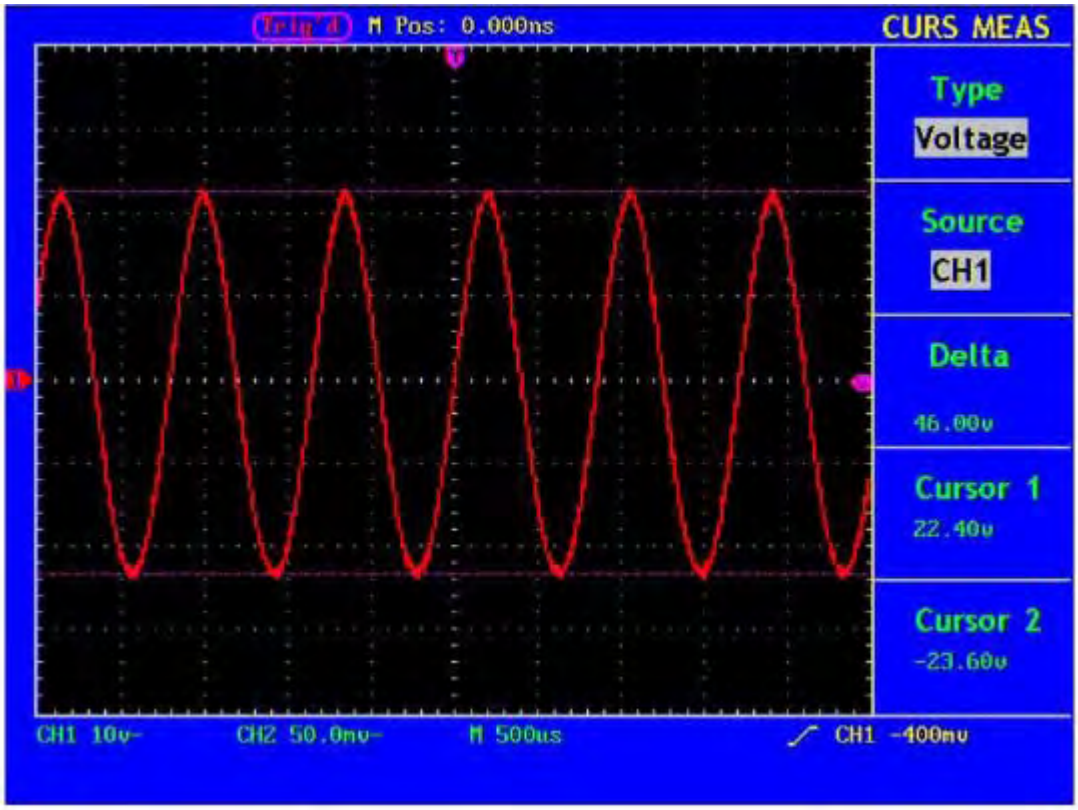

Fig. 52 Wave Form of Voltage Cursor Measurement
4. Adjust the positions of **CURSOR1** and **CURSOR2** according to the measured wave form, with the absolute value of the voltage amplitude difference between Cursor 1 and Cursor 2 displayed in the increment window. The current position of Cursor1 is displayed in the Cursor1 window and that of Cursor2 is displayed in the Cursor2 window (see Fig. 52).